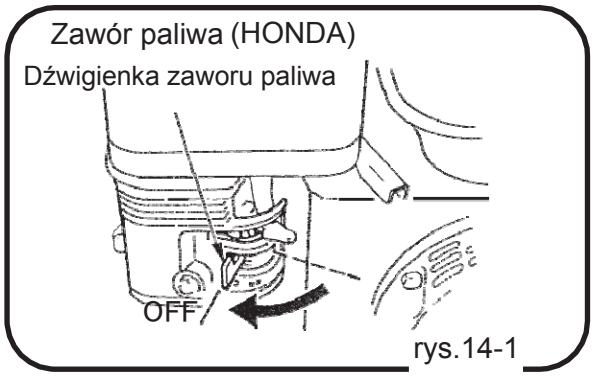

rys.14-1
2. Dla silników benzynowych, zamknij zawór paliwa. (rys. 14-1, 14-2)